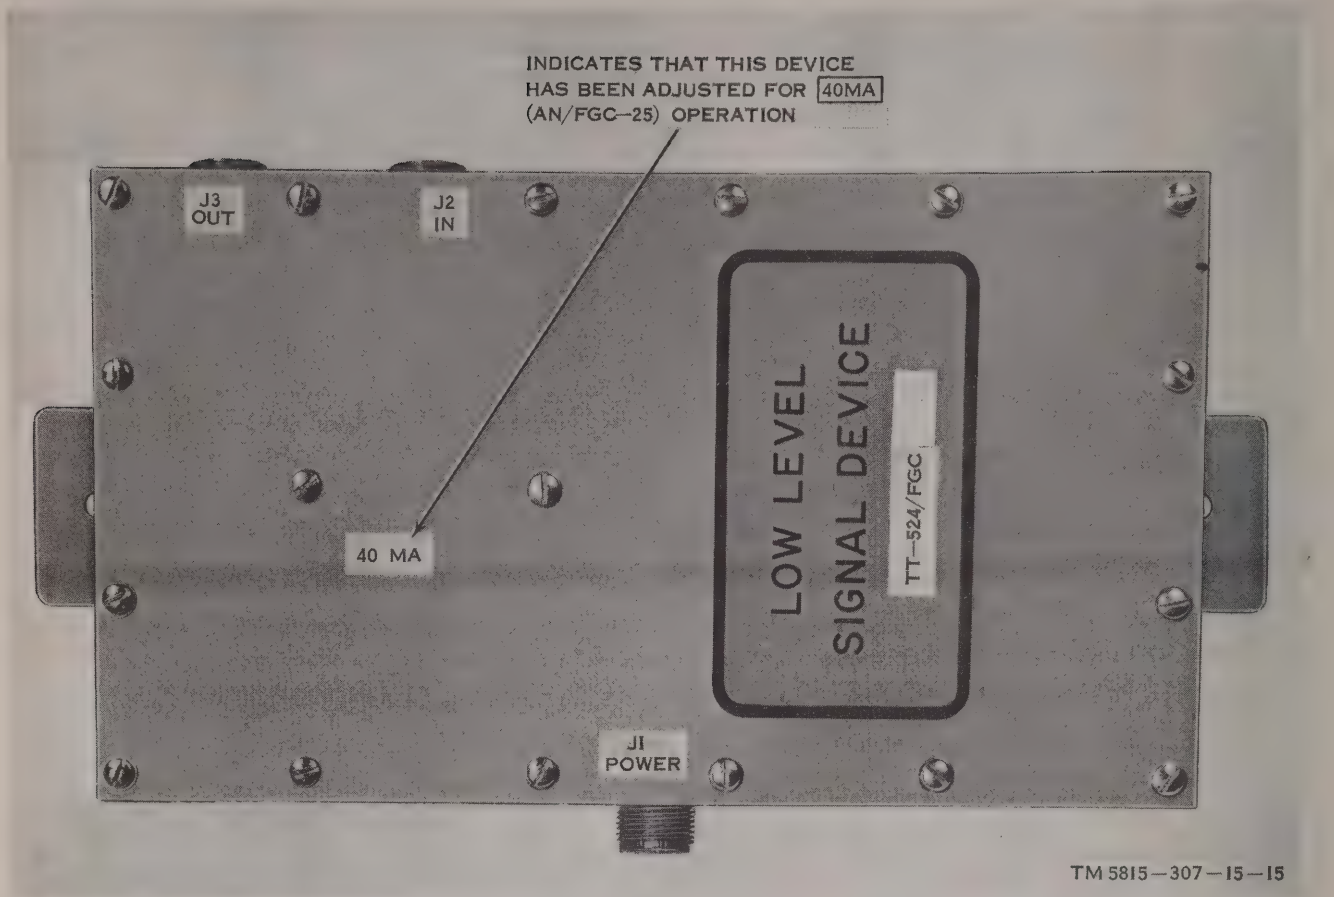

Figure 1-6. Low Level Signaling Device TT-524/FGC.
h. Low Level Signaling Device TT-524 / FGC (fig. 1-6). Five TT-524 / FGC's are mounted on the roadside wall of the van behind the TT-178(*) / FG's. The low-level signaling devices are used in local-tape preparation teletypewriter circuits only. The low-level signaling devices control the radiofrequency interference (rfi) generated by teletypewriter equipment during tape preparation.